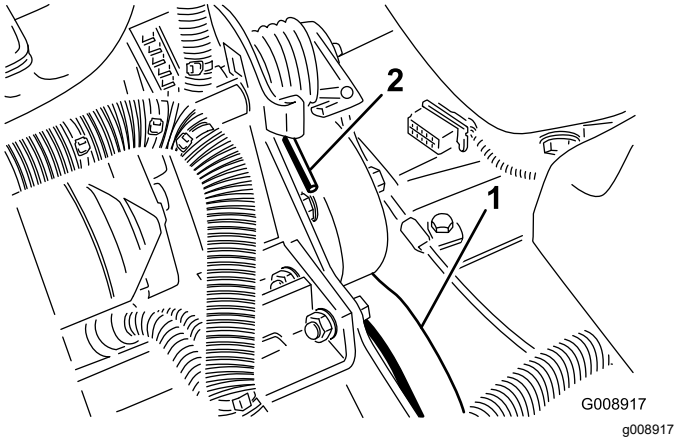

**Figur 77**
3. Tryck fjäderänden (Figur 77) nedåt och framåt för att kroka av den från fästet och lätta på fjäderspänningen.